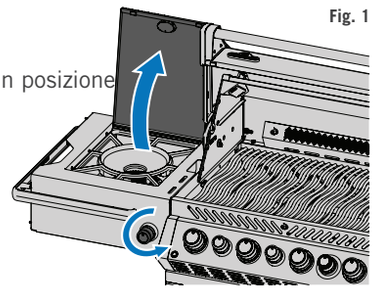

Fig. 2
4. Se il bruciatore non si accende, ruotare la manopola di comando del bruciatore in senso orario in posizione OFF. Attendere 5 minuti. Ripetere i passaggi 2 e 3. (Fig. 2)